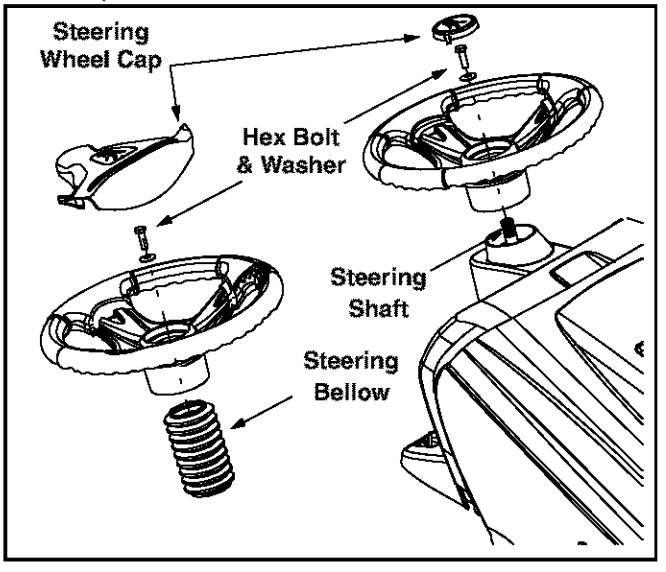

Figure 2
NOTE: *There are two different styles of steering wheel cap. See Figure 2.* ***Styles vary by model.***
- On models so equipped, place the steering bellow over the steering shaft extending through the dash. See Figure 2.
- Place the washer (with the cupped side down) over the steering shaft and secure with the hex bolt. See Figure 2.